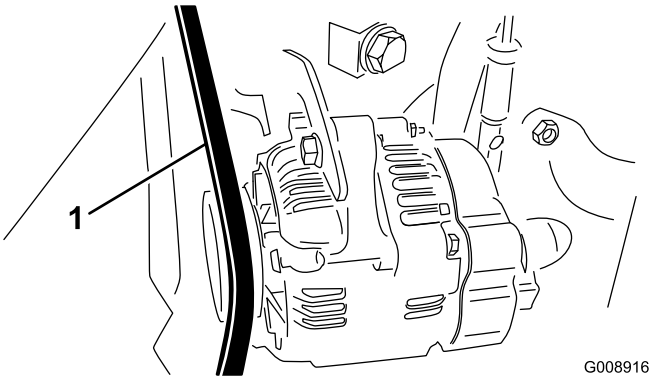

Figur 69
2. Kontroller tilspændingen ved at trykke ned på generator-/ventilatorremmen midtvejs mellem remskiverne på generatoren og krumtapakslen med en belastning på 30 Nm (Figur 69).